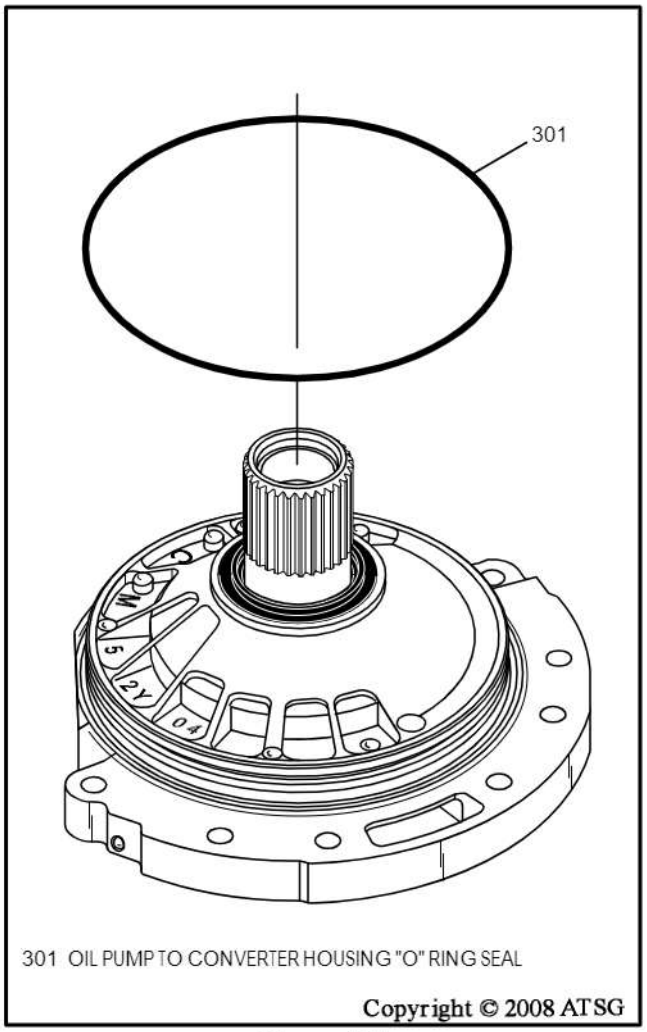

Figure 154
16. Install the oil pump body to converter housing "O" ring seal, as shown in Figure 154, and lube with a small amount of Trans-Jel®.